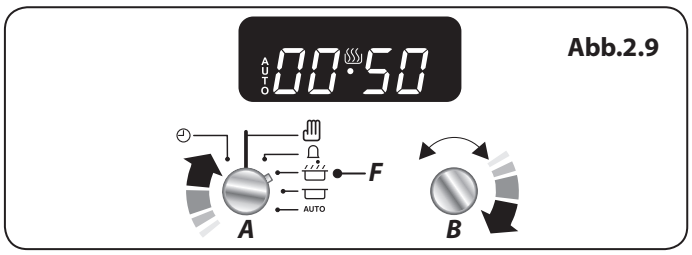

Abb.2.9
1. Stellen Sie den Timer-Knopf (A) auf Garzeit-Einstellung (F). Drehen Sie den Einstellknopf (B) nach rechts, um die gewünschte Garzeit einzustellen **(Abb.2.9)**.